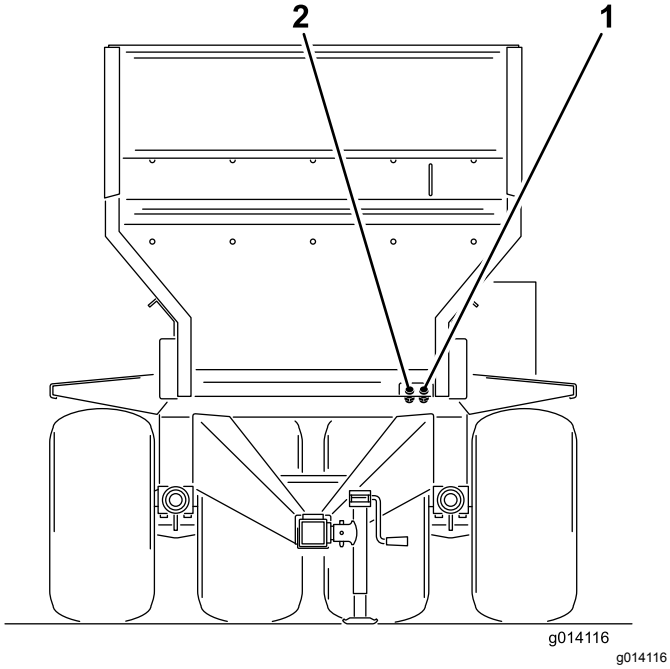

Figur 20
6. Anslut de två hydraulslangarna från maskinen till bogserfordonet. Stå vänd mot framänden av maskinen och anslut höger slang till trycksidan och vänster slang till retursidan (Figur 20). Returslangen är utrustad med en inlinebackventil. Pilen på backventilen ska vara riktad mot bogserfordonets returkontakt.